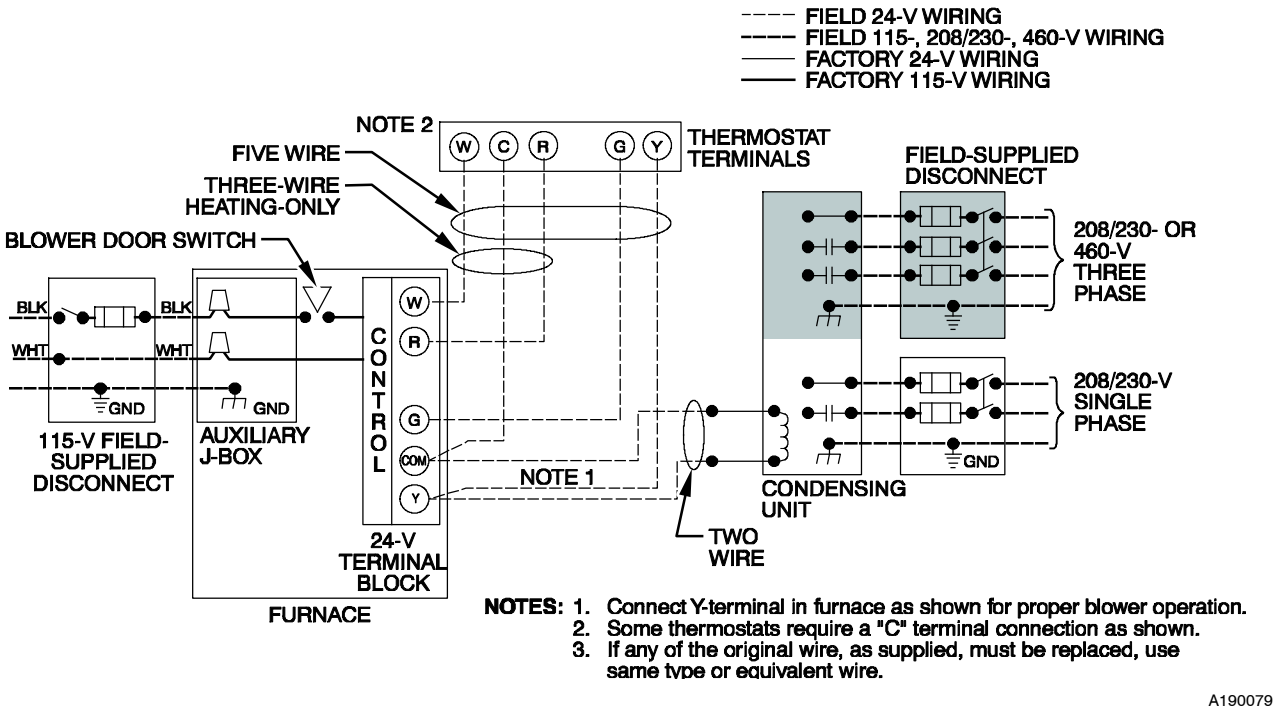
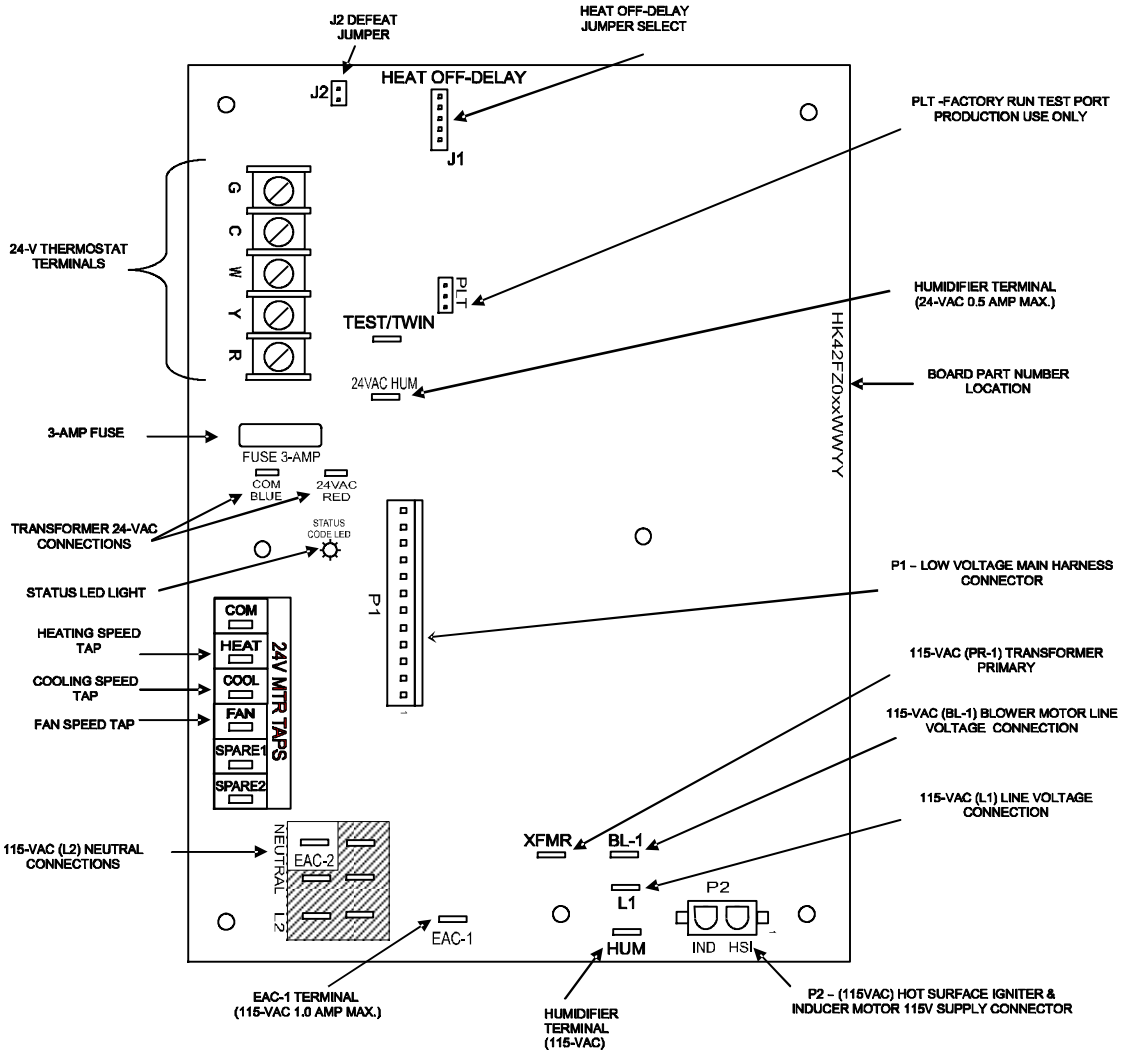

Fig. 32 - Typical Single-Stage Wiring Diagram
Fig. 36 – Example of Single Stage Furnace Control
See Fig. 32 for field wiring diagram showing typical field 115-v wiring. Check all factory and field electrical connections for tightness.
5. Fasten the external electrical box to the furnace casing using two (2) sheet metal screws.
11. Connect field power and neutral leads to furnace power leads inside the external electrical box as shown in Fig. 32.
6. Connect power cord power and neutral leads to furnace power leads as shown in Fig. 32.
5. Connect field power and neutral leads to furnace power leads. as shown in Fig. 32.
Make field 24-v connections at the 24-v terminal strip. See Fig. 36. Connect terminal Y as shown in Fig. 32 for proper cooling operation. Use only AWG No. 18, color-coded, copper thermostat wire.
The 24-v circuit contains an automotive-type, 3-amp. fuse located on the control. Any direct shorts during installation, service, or maintenance could cause this fuse to blow. If fuse replacement is required, use ONLY a 3-amp. fuse of identical size. See Fig. 36.